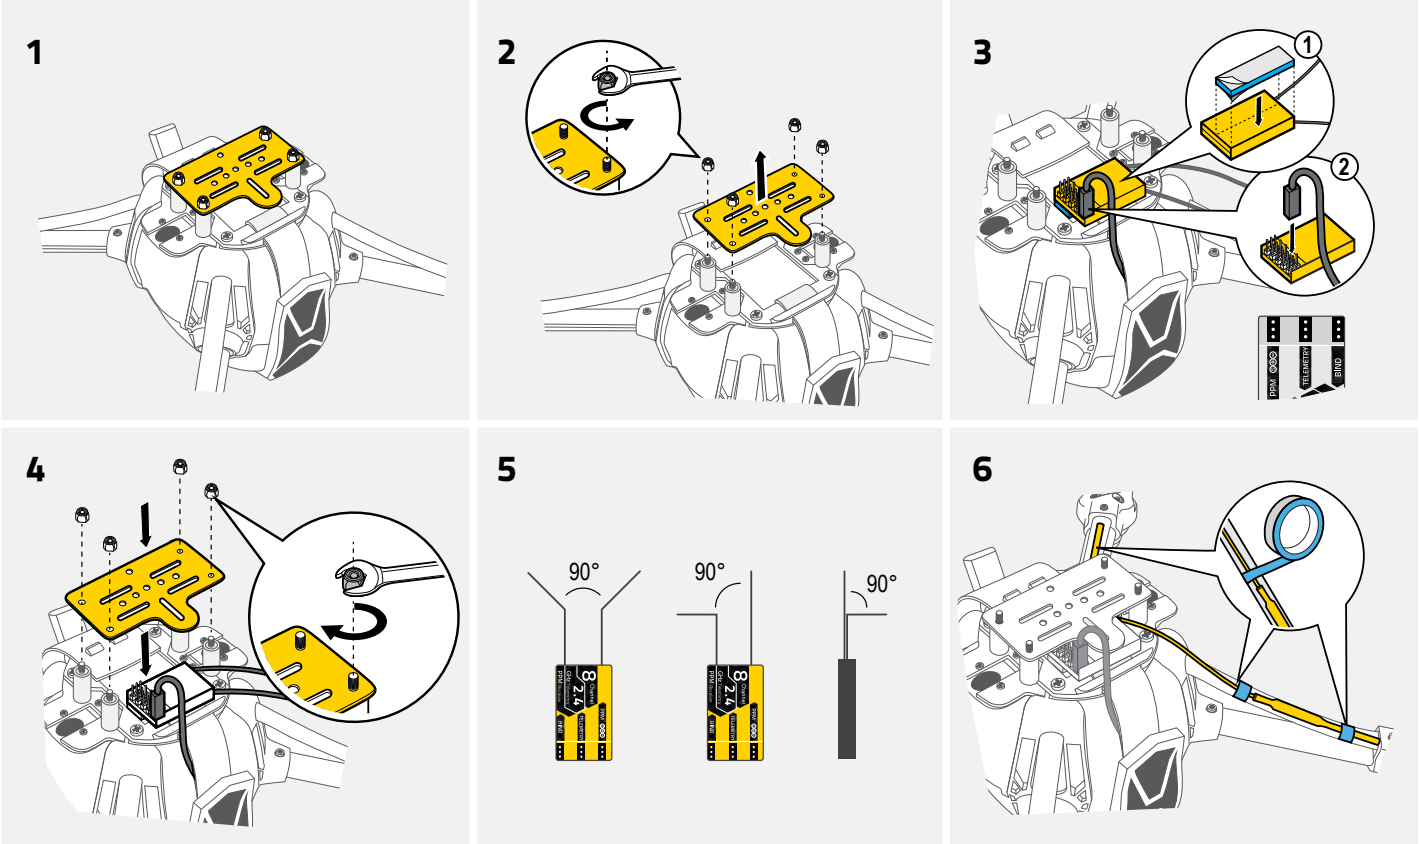

Fig. 6
1. Study the installation diagrams in **[Fig. 6]**.